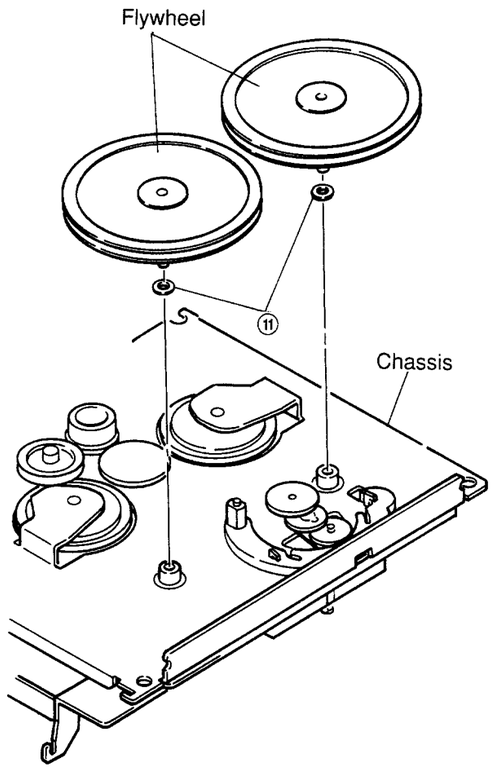

Figure 12
(1) After removing the belt, pull out the two flywheels. Take care not to loose the polyslider washer ⑪ located between the flywheel and the chassis. (Refer to Figure 12.)
(2) Fix the polyslider washer to the new flywheel and mount the flywheel to the chassis.